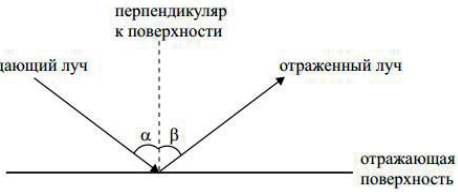

Рисунок 3 – Второй закон отражения света
2. Угол падения равен углу отражения (рис. 3). α – угол падения, β – угол отражения.